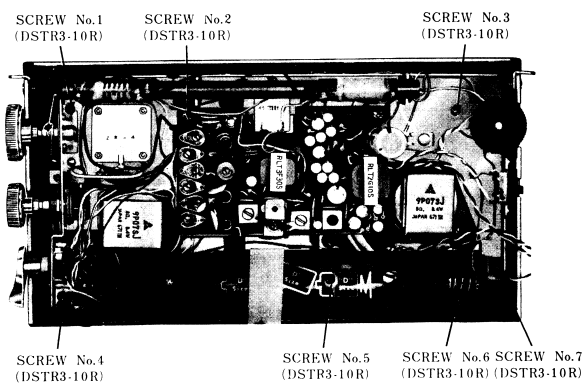

Fig. 2 Top View - Disassembly Points.
To Remove Chassis (Refer to Fig. 2)
2. Remove seven (7) red chassis mounting screws, Nos. 1~7, as illustrated in Fig. 2.